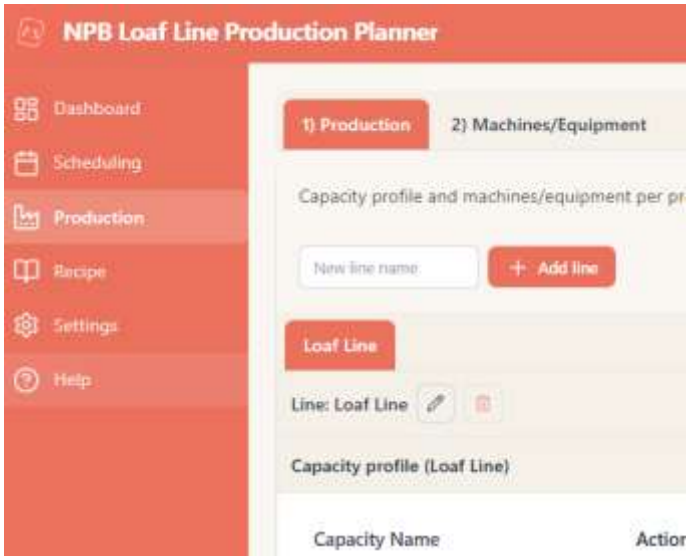

Figure 25: Production Page, Add Production Line
Step 1: Go to Production Page & create a Line (e.g. Loaf Line as shown in Figure 25) by pressing the "Add Line" button when the field has naming value of the Production Line to be added. When creating a Line, its naming value depends on User like if the User is creating a Production Line for Loaf, User can say Loaf Line (or Bun Line, etc.) to the field and press "Add Line" button.